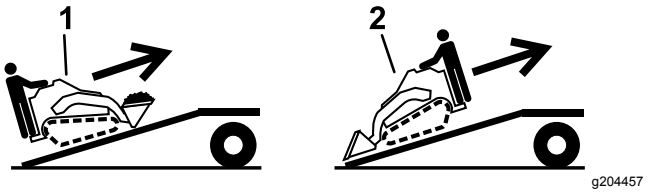

**Figuur 28**
5. Laad de machine op de aanhanger met de zwaarste kant naar de bovenste zijde van de oprijplaat gericht, en zorg dat de lading onderaan zit (Figuur 28).